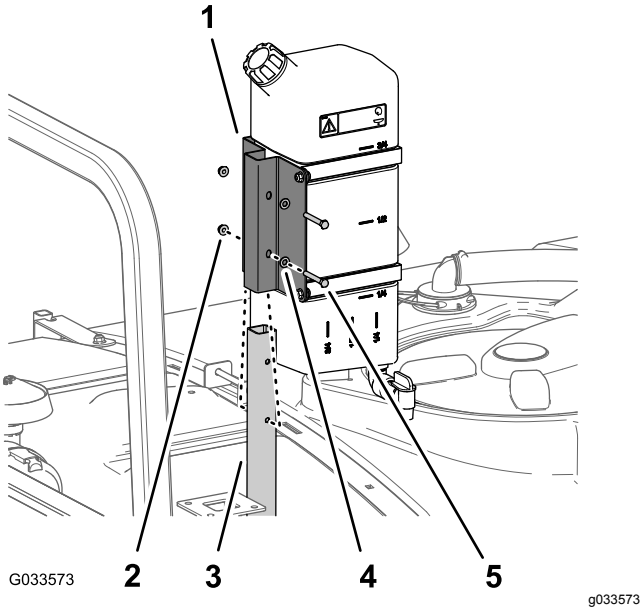

Figur 47
1. Sett sammen ferskvannstanken, og monter på støtterøret med de to boltene (5/16 x 2¼ tommer) og de to flenslåsemutterne (5/16 tomme) som vist i Figur 47.